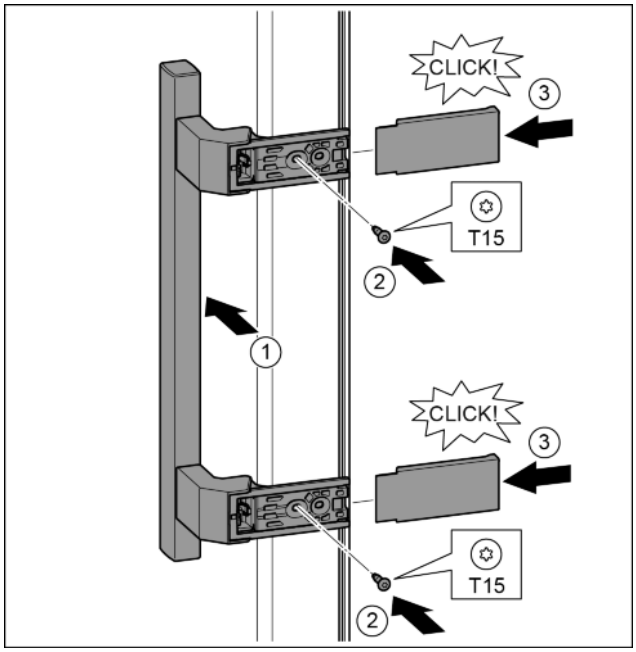

Fig. 18
▶ Greep op de tegenoverliggende zijde aanbrengen. *Fig. 18 (1)*
▶ Schroeven met schroevendraaier T15 vastschroeven. *Fig. 18 (2)*
▶ Afdekkingen zijdelings aanbrengen en erop schuiven. *Fig. 18 (3)*